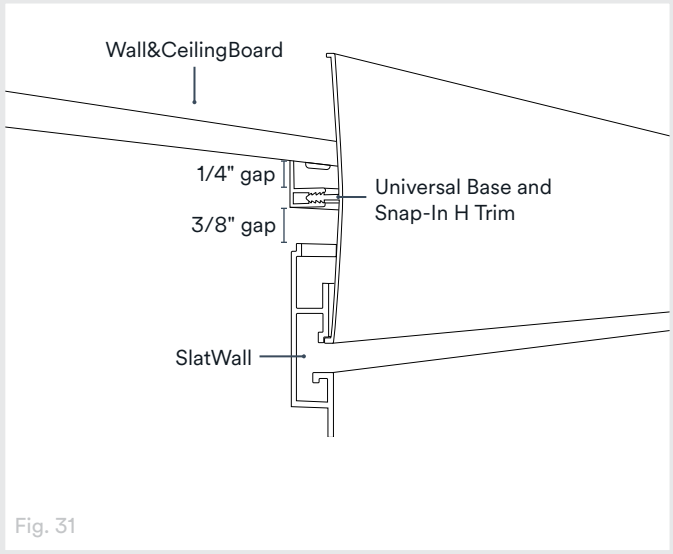

Fig. 31
1. Position the Universal Base 3/8" above the top of the SlatWall panel to ensure that when the Snap-In H Trim is inserted in place, the lip at the outer edge of the Snap-In H Trim aligns with the top row groove of the SlatWall panel (Fig. 31). Leave a gap of approximately 1/4" between the teeth channel of the Universal Base and the Wall&CeilingBoard installed above the SlatWall area.